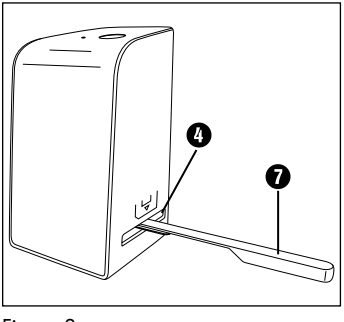

Figure 3
♦ Clean the surfaces of the background lighting inside the device with the cleaning brush ❼. To do this, push the cleaning brush with the cleaning surface facing downwards into the slot ❹ on the right (see figure 3).